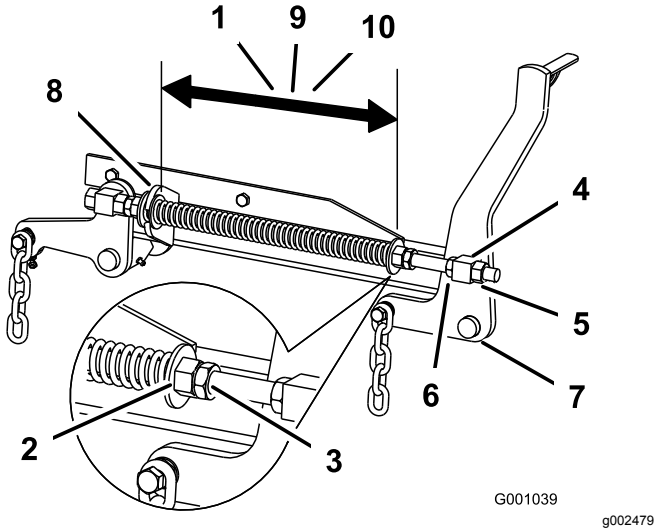

Figur 86
2. Kontroller afstanden mellem de 2 store spændeskiver. Den skal være 28,2 cm for plæneklipperskjolde på 132 cm, 26,7 cm for plæneklipperskjolde på 152 cm eller 29,2 cm for plæneklipperskjolde på 183 cm (Figur 86).
3. Juster denne afstand ved at løsne fjederkontramøtrikken og dreje møtrikken foran hver fjeder (Figur 86).
4. Lås møtrikken på plads ved at spænde fjederkontramøtrikken (Figur 86).